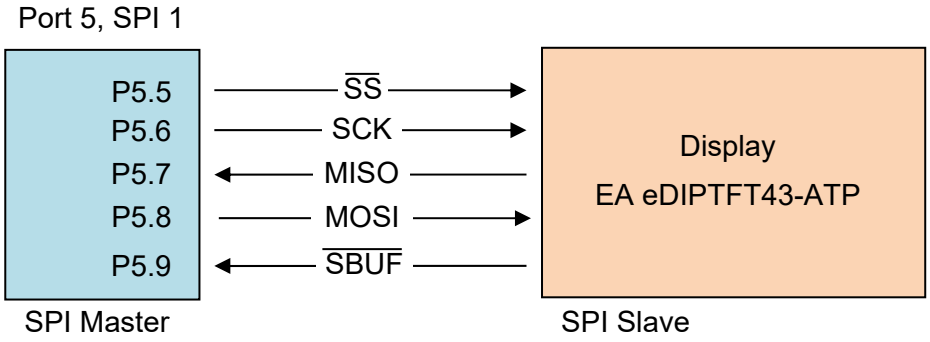

Abbildung 2: PORT / Signal Belegung
Die SPI-Schnittstelle wird verwendet, um mit einem intelligenten Display zu kommunizieren. Die SPI Signale werden auf dem CT Board über den Port 5 angesteuert. Abbildung 2 zeigt die PORT / Signal Belegung.
- Die Verdrahtung in Abbildung 2 erfordert den von ST als '2-line unidirectional data mode' bezeichneten Modus. Dabei muss full-duplex eingestellt werden, d.h. RXONLY = 0. Das Kontrollbit BIDIOE ist bedeutungslos und kann auf Null gesetzt werden (BIDIOE = 0).